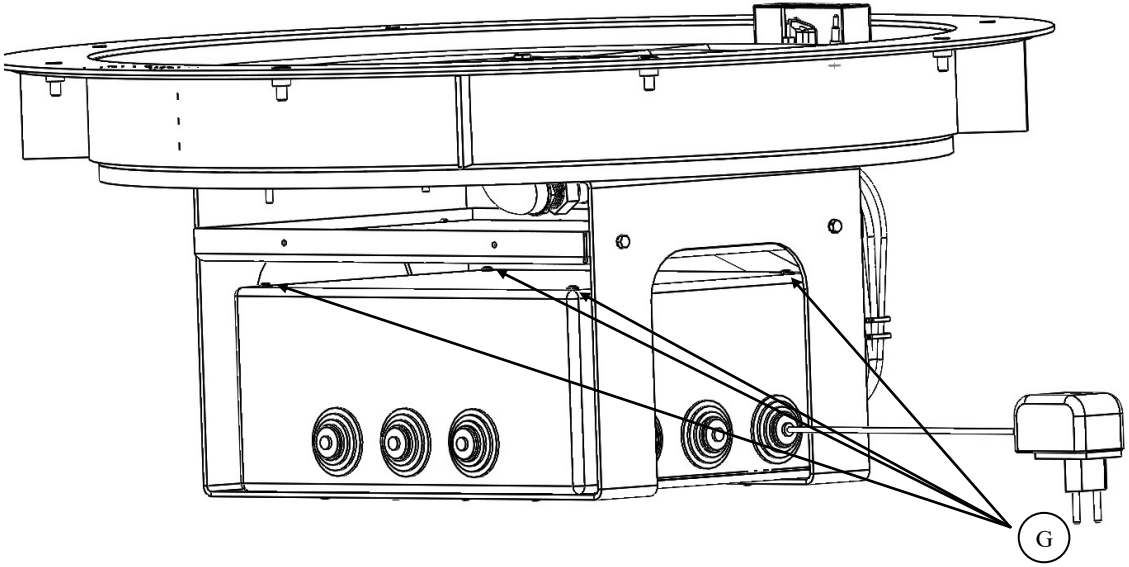

Figure 4:Identification of technical box screws
To do this, use a Philips short-wire switch and open the 4 screws (G) of the cover (Figure 4).